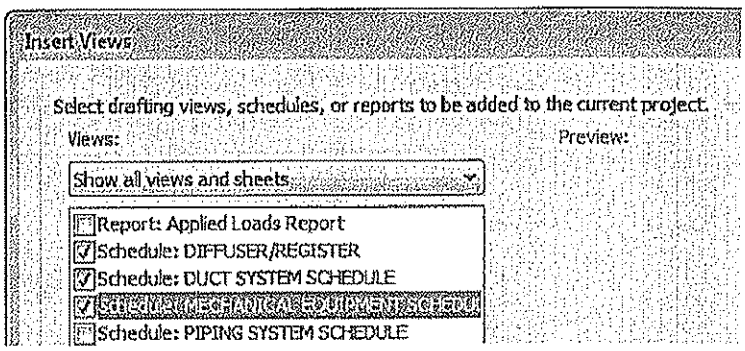

Figure 14–41
3. In the Insert Views dialog box, set the *Views:* to **Show schedules and reports only** and select the schedule(s) you want to import into the current project, as shown in Figure 14–41.